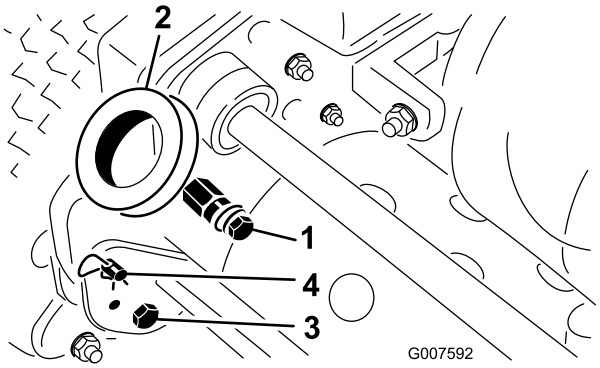

**Figuur 2**
1. Verwijder de bouten en borgmoeren waarmee de onderkant van de handgreeparmen is bevestigd aan beide zijden van de maaimachine (Figuur 2).
2. Verwijder de R-pennen en de ringpennen waarmee de handgreeparmen zijn bevestigd aan de achterkant van het frame (Figuur 2).
3. Steek de uiteinden van de handgreep door de openingen in de handgreeparmen en houd de openingen recht voor de montagepennen (Figuur 2).
1. Verwijder de R-pennen van de ringpennen aan beide zijden van de maaimachine (Figuur 2).
2. Ondersteun de handgreep en verwijder de ringpennen van beide zijden. Zet de vervolgens de handgreep hoger of lager in de gewenste werkstand (Figuur 2).